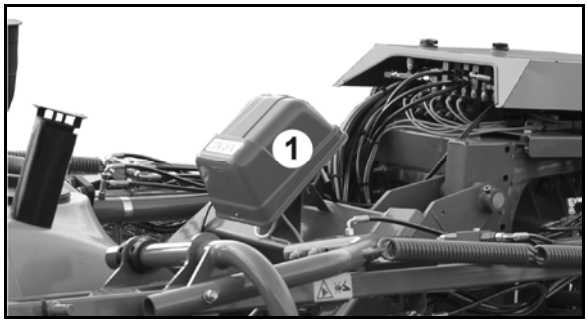

Rys. 102
(1) Zbiornik
(2) Wkręt z rowkiem
- Sprężarka (Rys. 102/1**)**